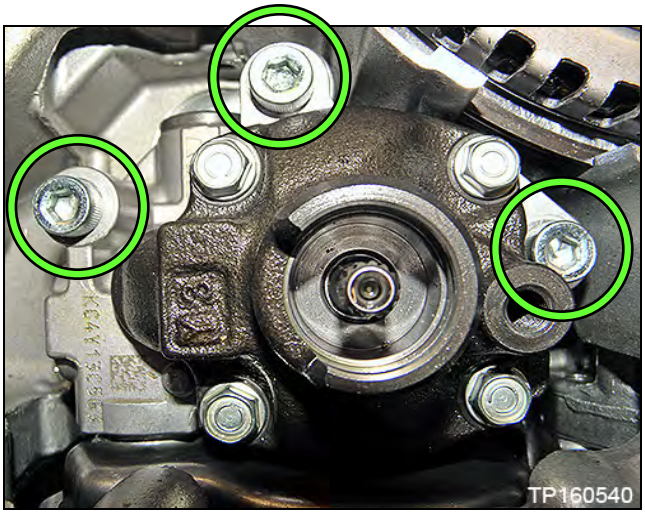

Figure 23B
b. Remove the three oil pump Allen-head bolts, and remove the oil pump (Figure 23B).